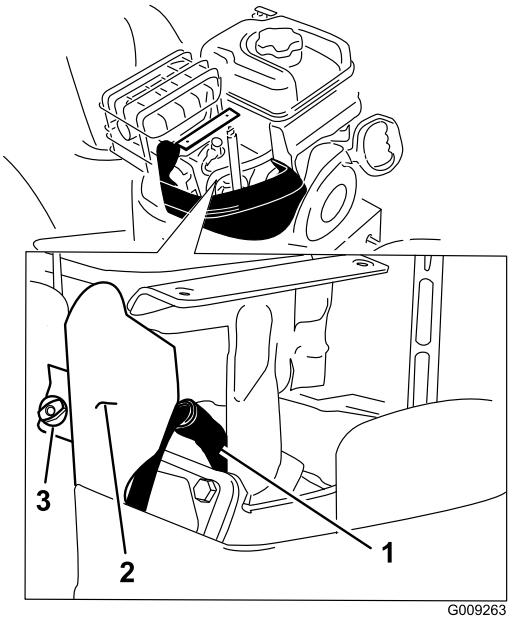

Figur 44
4. Fjern beslagets fingerskrue og beslaget (Figur 44).
5. Rengør området omkring den nederste del af tændrøret (Figur 44).